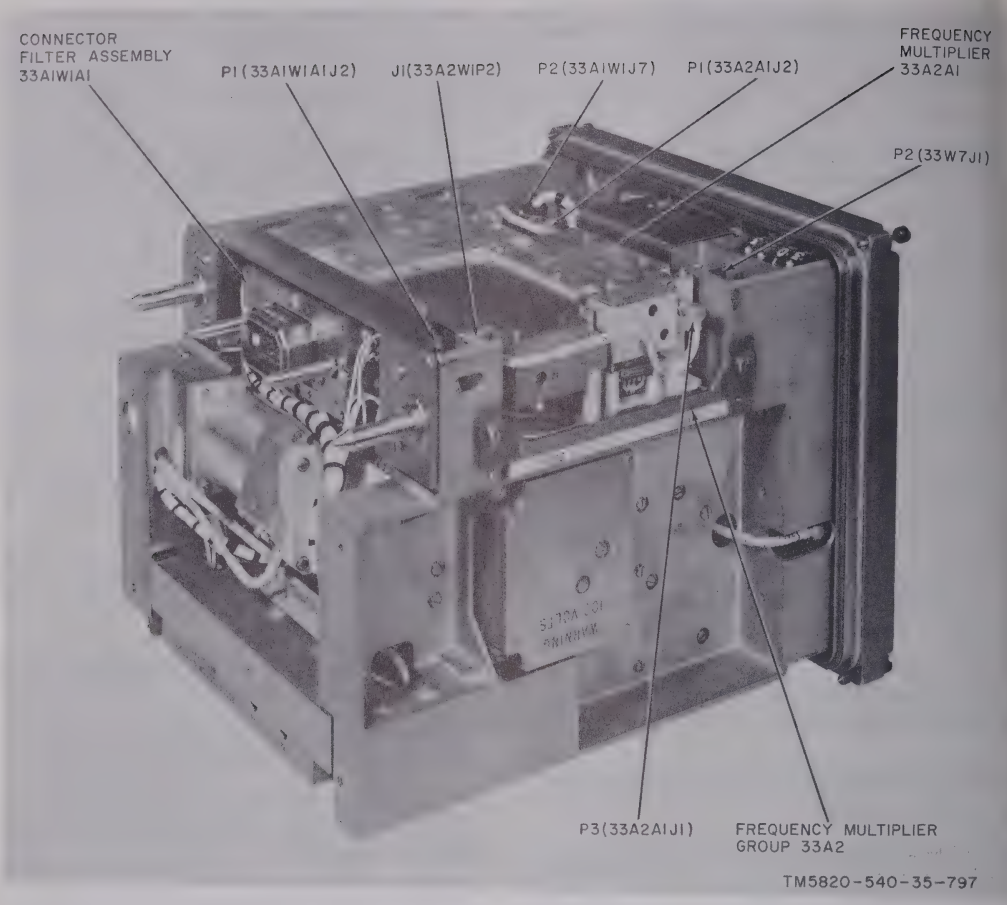

Figure 4–312. Band II receiver RF head, top and left-hand side view.
a. Place the receiver RF head upright and locate the muliplier group 33A2 (fig. 4–312).
b. Disconnect RF leads P1 (33A1W1A1J2) and P2(33W7J1) (fig. 4–312) from their respective connectors.
c. Locate and loosen the two screws that secure P2(33A1W1J7) (fig. 4–312) to chassis connector 33A1W1J7. Disconnect P2(33A1W1J7) plug.
a. Set the receiver RF head RCVR SIG control o channel 390. Place the receiver RF head upright and locate frequency multiplier 33A2A1 (fig. 4–312).
c. Locate the bevel gear of frequency multiplier 33A2A1 (fig. 3–49) (gear A, fig. 4–234) and loosen the setscrews holding the gear to the shaft.
h. Disconnect RF leads P1(33A1W1A1J2) and P2(33W7J1) (fig. 4–312) from their respective connectors.
i. Locate and loosen the two screws that secure P2(33A1W1J7) (fig. 4–312) to chassis connector 33A1W1J7. Disconnect P2(33A1W1J7) plug.
(2) Locate and loosen the screws on P2(33A1W1J7) (fig. 4–312) and disengage it from its mating connector. Disconnect the RF leads P1(33A1W1A1J2) and P2(33W7J1). Loosen the two setscrews in the coupling shaft (fig. 3–49).
(3) Place the receiver RF head right side up. Locate and loosen the four red-circled mounting screws of multiplier group 33A2.
(4) Place the receiver RF head left side up. Locate and unscrew the two red-circled mounting screws of multiplier group 33A2.
(5) Ease the bandpass filter 33A2FL1 (multiplier group 33A2 less frequency multiplier 33A2A1 and frequency multiplier 33A2A2) away from the chassis.
(1) Remove the mounting screws of chassis connectors 33A2FL1W1J2 and 33A2FL1W1J3 (fig. 4–253).
(2) Remove the three cable clips holding the wiring harness to the chassis.
(3) Unsolder and tag the wires connected to the terminal board.
(4) Remove the two mounting screws holding 33A2FL1W1TB1 to the chassis.